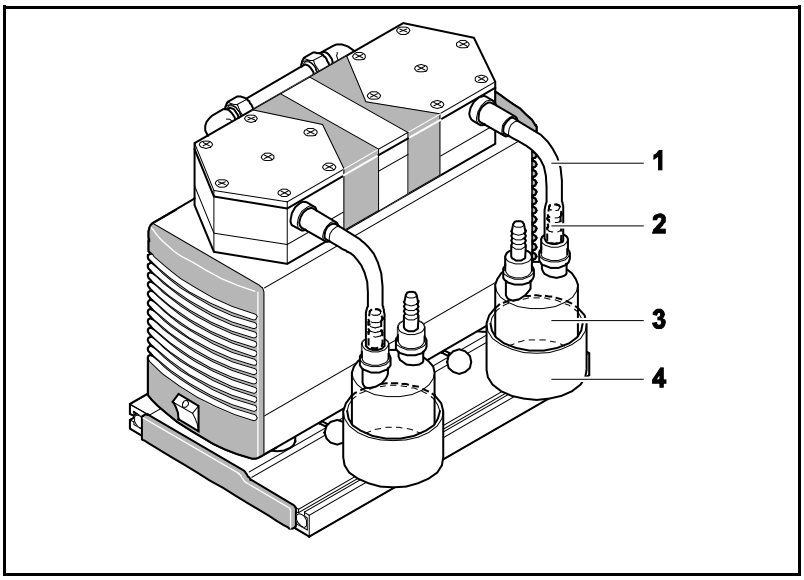

Abb. 6: Abscheider (dargestellt LABOPORT-System SR am Beispiel der Pumpe N 840.3 FT.18)
1. Behälter für Abscheider (siehe Abb. 6/**4**) in die nach oben weisende Nutenschiene der Basisplatte schieben.